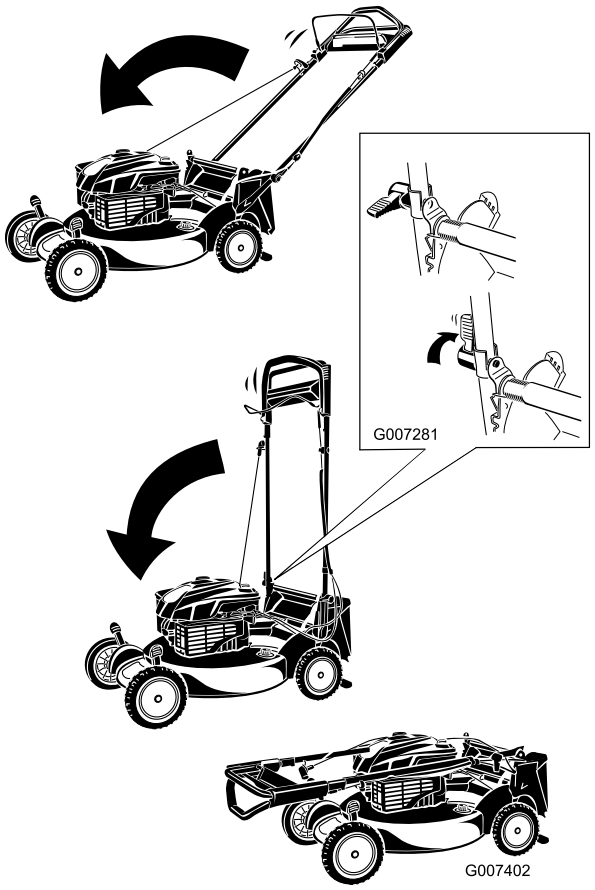

Figur 45
1. För handtaget framåt (Figur 45).